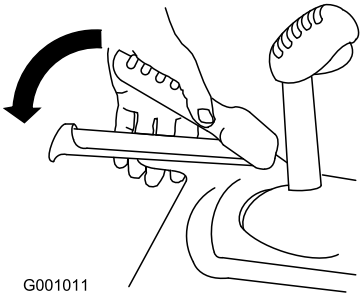

Rysunek 37
2. Załącz dźwignię trakcji i przytrzymaj w tym położeniu (Rysunek 37).